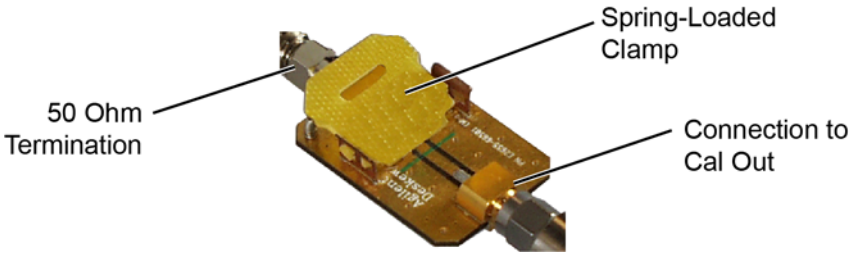

Figure 20 E2655B PV Fixture with 50 Ohm Termination
- Connect the PV fixture's input to the oscilloscope's calibration output. Connect a 50 ohm terminator to the PV's output as shown in Figure 20.